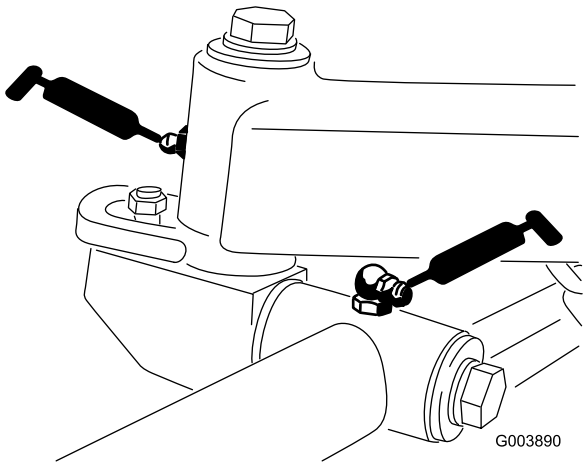

Figur 43
- 2 nipler på hver klippeenheds bæreramme og drejetap (10 total) (Figur 43)